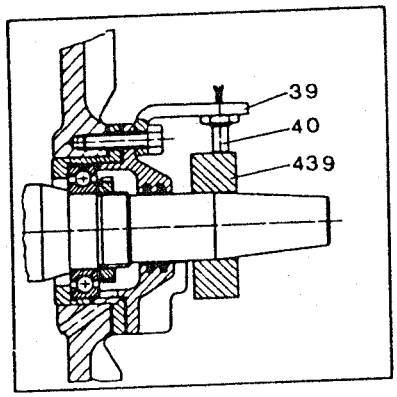

Fig. 8/8
- Re-adjust proximity switch 40 with the aid of adjusting ring 439 (Fig. 8/8).